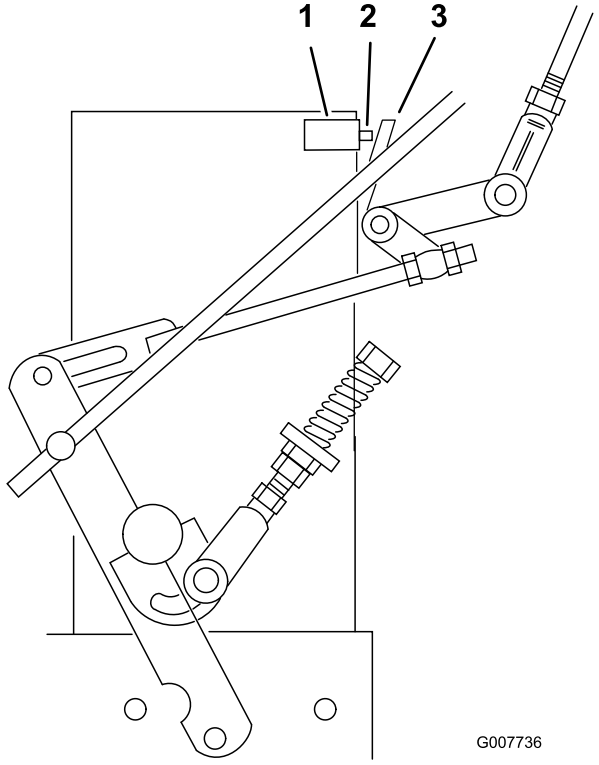

Figur 31
7. Kontroller, at sikkerhedskontakten er presset ned, og at der er 8 mm afstand mellem aktiveringstappen og kontakten. (Figur 31).
8. Hvis det er nødvendigt, justeres kontaktens placering til en afstand på 8 mm (Figur 31).